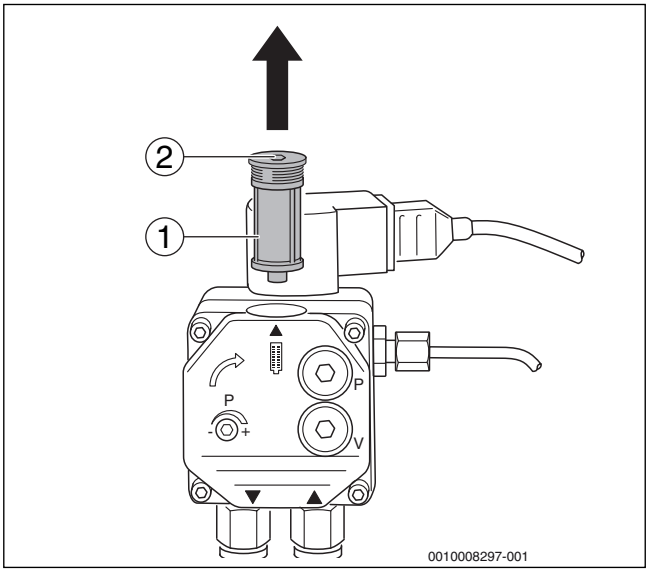

Fig. 27 Controllo del filtro della pompa – pompa del gasolio Danfoss
▶ Allentare la vite ad esagono cavo sulla parte superiore (→ fig. 27, [2]).
▶ Estrarre il filtro della pompa del gasolio (→ fig. 27, [2]) tirando verso l'alto.
▶ Pulire il filtro della pompa gasolio (→ fig. 27, [1]) con benzina da lavaggio, eventualmente sostituirlo e rimontarlo nella pompa del gasolio.